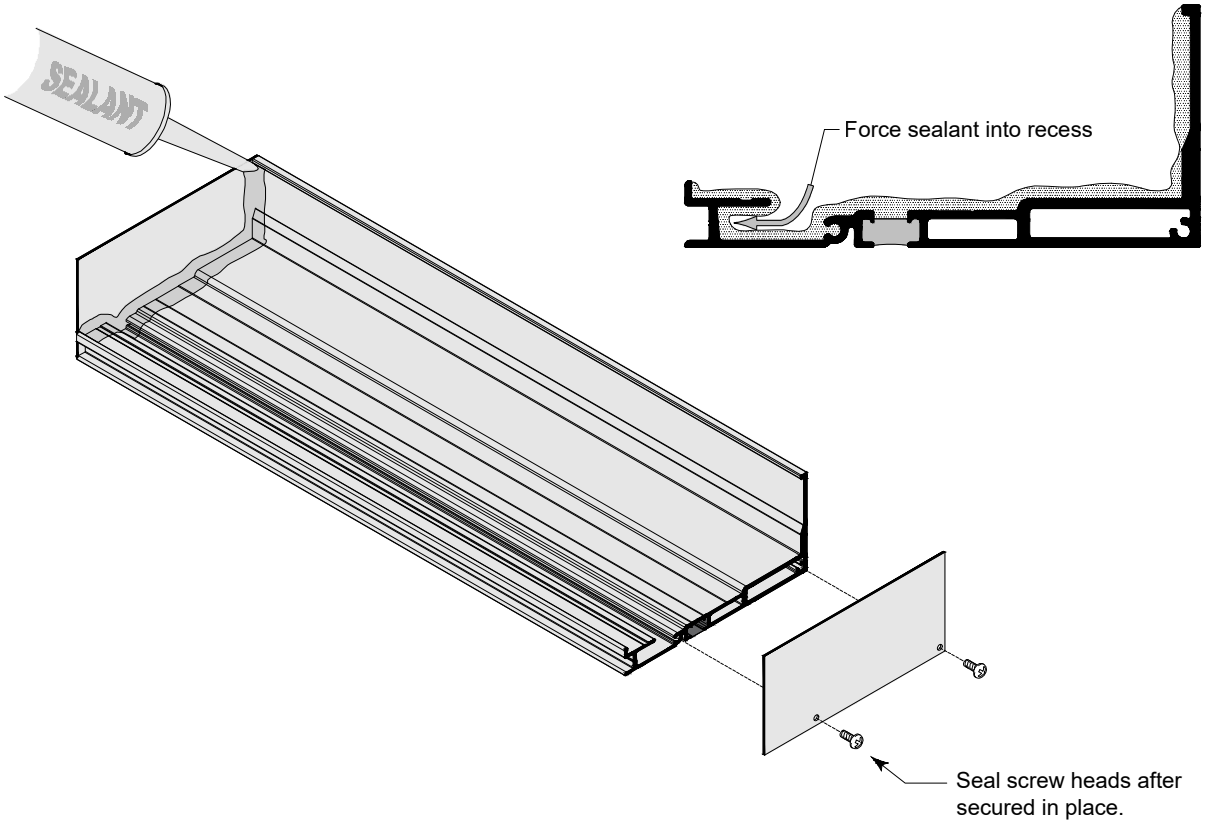

Fig. 21.1
A. Install P1156 end dam at each end of sill flashing with (2) S196 #8 x 3/8" PH screws. Set aside and allow sealant to cure. Tool excess sealant. SEE Fig. 21.1.